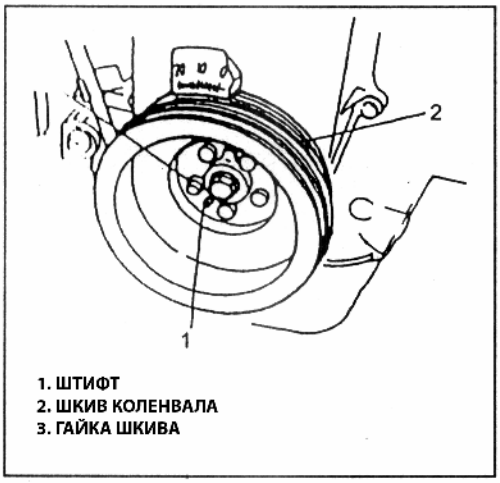

Рис. 43
8) Установите шкив отверстием на штифт на шестерни ремня ГРМ и затяните болт шкива необходимым моментом (Рис. 43).